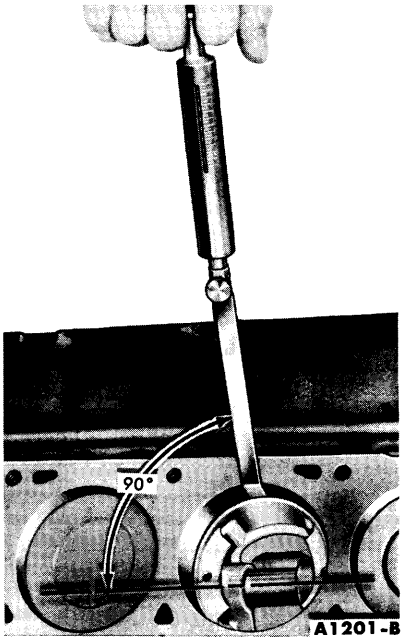

FIG. 67—Checking Piston Fit
5. Position the ribbon in the cylinder bore so that it extends the entire length of the piston at 90° from the piston pin location. Invert the piston and install it in the bore so that the end of the piston is about 1½ inches below the top of the cylinder block and the piston pin is parallel to the crankshaft axis. Hold the piston and slowly pull the scale in a straight line with the ribbon, noting the pull required to remove the feeler ribbon (Fig. 67).